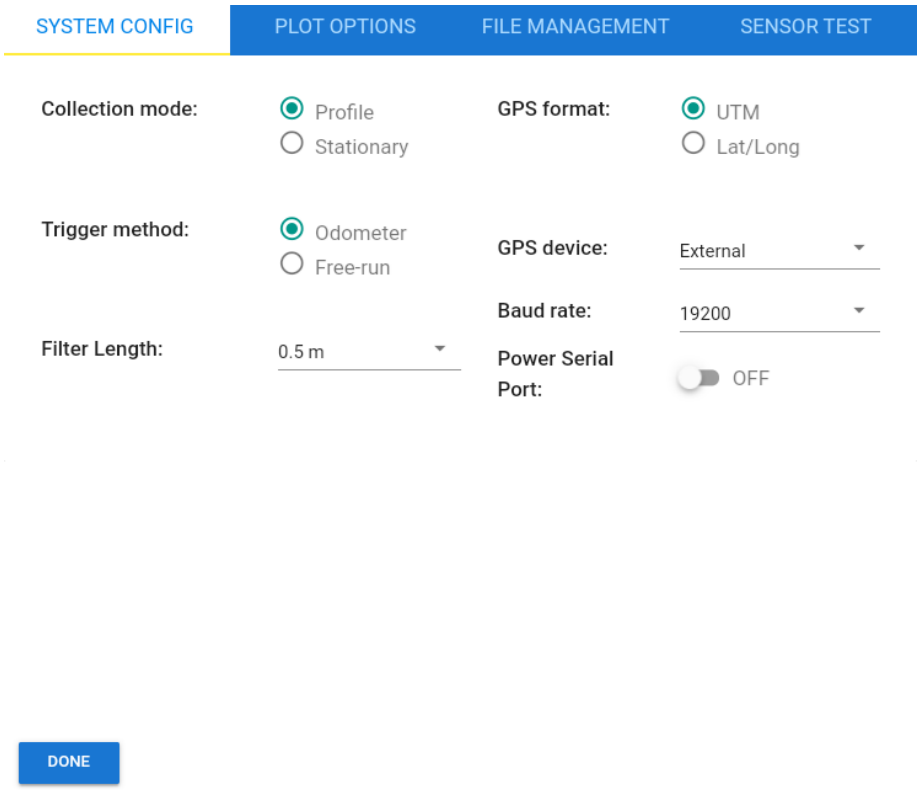

Figure 4-3: The System Configuration screen showing Profile collection mode
Pressing the Tools button launches a window with four tabs (Figure 4-3). Each tab is explained in detail below. It is important to confirm your settings before collecting PDP data.
- Profile (shown in Figure 4-3) – this mode involves pushing the PDP over a survey line or area and collecting a continuous profile of data. Typically, this is done to investigate density changes over an area. In most cases, this is done immediately after the asphalt has been laid, compacted and allowed to cool. Multiple profiles can be collected and used to build a plan map, showing density changes or other types of measurements over the survey area. Profiles can be run in any direction, with the external GPS used for positioning. Plan maps are created in the PDP Toolkit PC software.
Trigger Method (*only available when Collection mode = Profile*). User has the following options (Figure 4-3):
Filter Length (*only available if Collection mode = Profile*) – the filter applies a horizontal smoothing filter to the data to reduce variations in the observed data. The filter length options are an indication of how aggressive the filter is; the larger the number of traces, the more smoothed the data will be as erratic "jumps" will be filtered out (Figure 4-3).